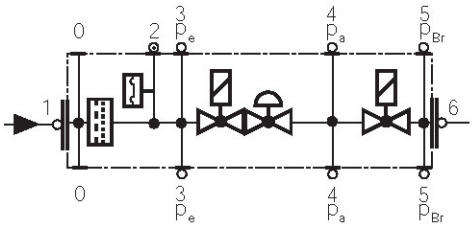

Рис. 32
- Заменяйте фильтр, если разница давления между точками 1 и 3 (Рис. 32) $\Delta p > 10$ мбар.